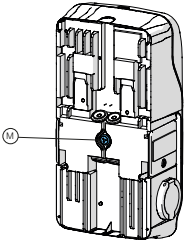

Fig. 3l
- Pour **Duo T / S,** représenté en Figures 3l et 4l, le câble réseau blindé passe par un trou de la membrane passe-câble (M).